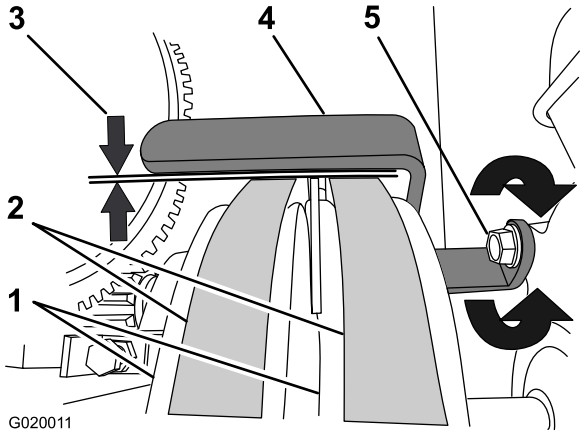

Figure 74
3. Check that the air gap between the belt guide and the belts is 2.5 to 4.0 mm (3/32 to 5/32 inch); refer to Figure 74.
A. Loosen the bolt that secures the belt guide to the engine (Figure 74).
B. Rotate the belt guide up or down until there is an air gap of 2.5 to 4.0 mm (3/32 to 5/32 inch) between the guide and each belt (Figure 74).
C. Tighten the bolt that secures the belt guide to the engine (Figure 74).